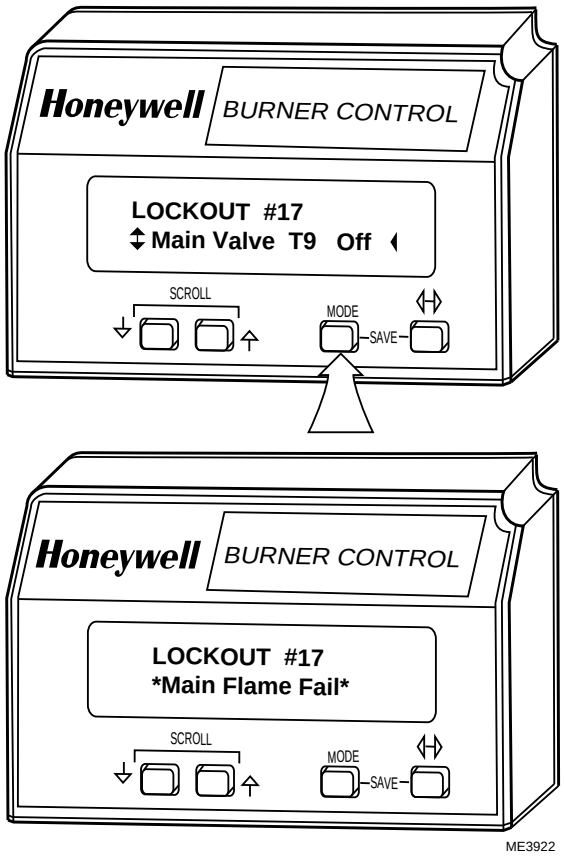

Fig. 20. MODE pushbutton function.
❸ Mode pushbutton, see Fig. 20.